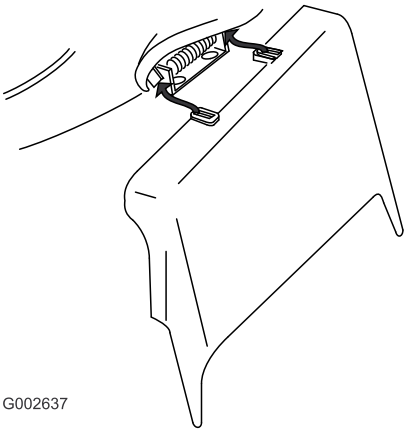

Figur 35
3. Montera sidoutkastaren och stäng luckan till utkastaren (Figur 35).